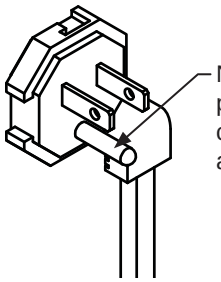

Figura 3
- No quite la clavija de puesta a tierra del cordón de alimentación eléctrica. (vea la Figura 3).